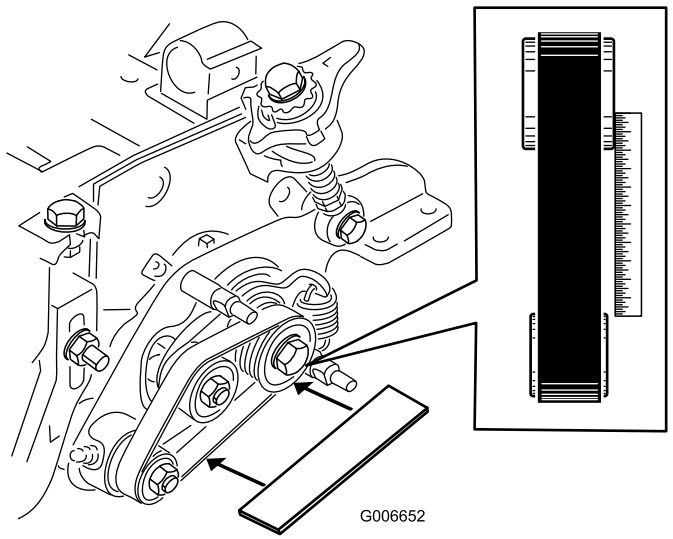

Bild 27
- Legen Sie eine Abziehlatte um die Außenseite der **Antriebsspannscheibe** (Bild 27).